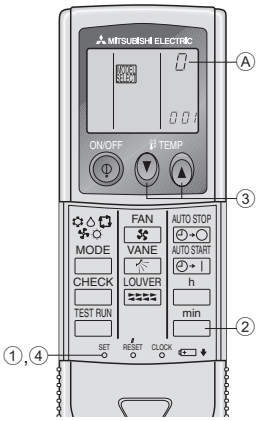

Fig. 6-8
2) Asignación de un controlador remoto inalámbrico por infrarrojos a cada unidad (Fig. 6-8)
1) Para el controlador remoto cableado (Fig. 6-8)